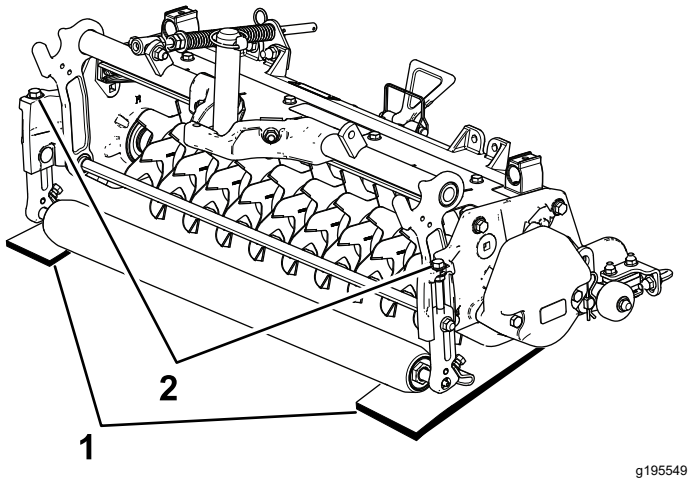

Figure 8
2. Placez 2 jauges de profondeur, correspondant à la profondeur voulue de pénétration des lames dans le sol, sous les rouleaux avant et arrière du cylindre de verticutting (une à chaque extrémité du cylindre) (Figure 8).
3. Tournez le boulon de réglage sur chaque support de hauteur de coupe (Figure 8) afin que les lames du verticutter touchent la surface plane à chaque extrémité.